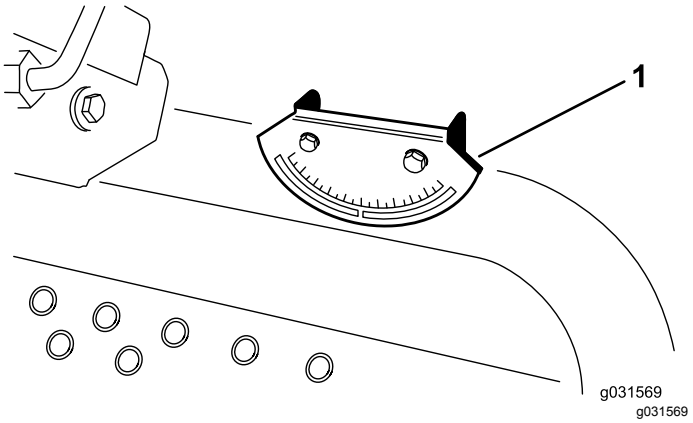

图 5
2. 将手持倾角计随机器提供放到油箱旁边的机架横梁上检查机器是否水平图 5。